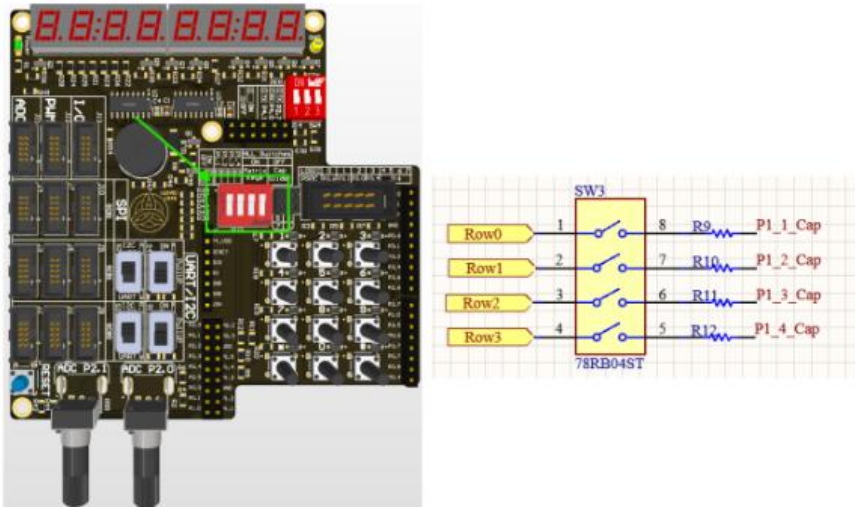

Рисунок 6 - Конфігурація перемикачів
4. Для використання матричної клавіатури перемикаємо всі перемикачі SW3 в положення ON. Під час використання матричної клавіатури слайдер CapSence використовувати не вийде. (рис. 6).